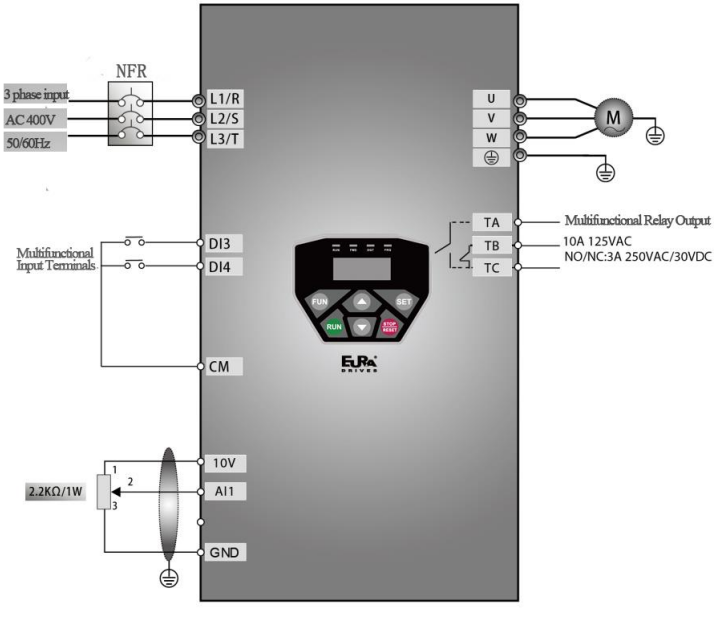

Figure 5-3 Wiring Diagram
(1) Connect the wires in accordance with Figure 5-3. After having checked the wiring successfully, switch on the air switch, and power on the inverter. Note: 2K～5K potentiometer may be adopted for setting external analog signals. For the cases with higher requirements for precision, please adopt precise multiturn potentiometer, and adopt shielded wire for the wire connection, with near end of the shielding layer grounded reliably.